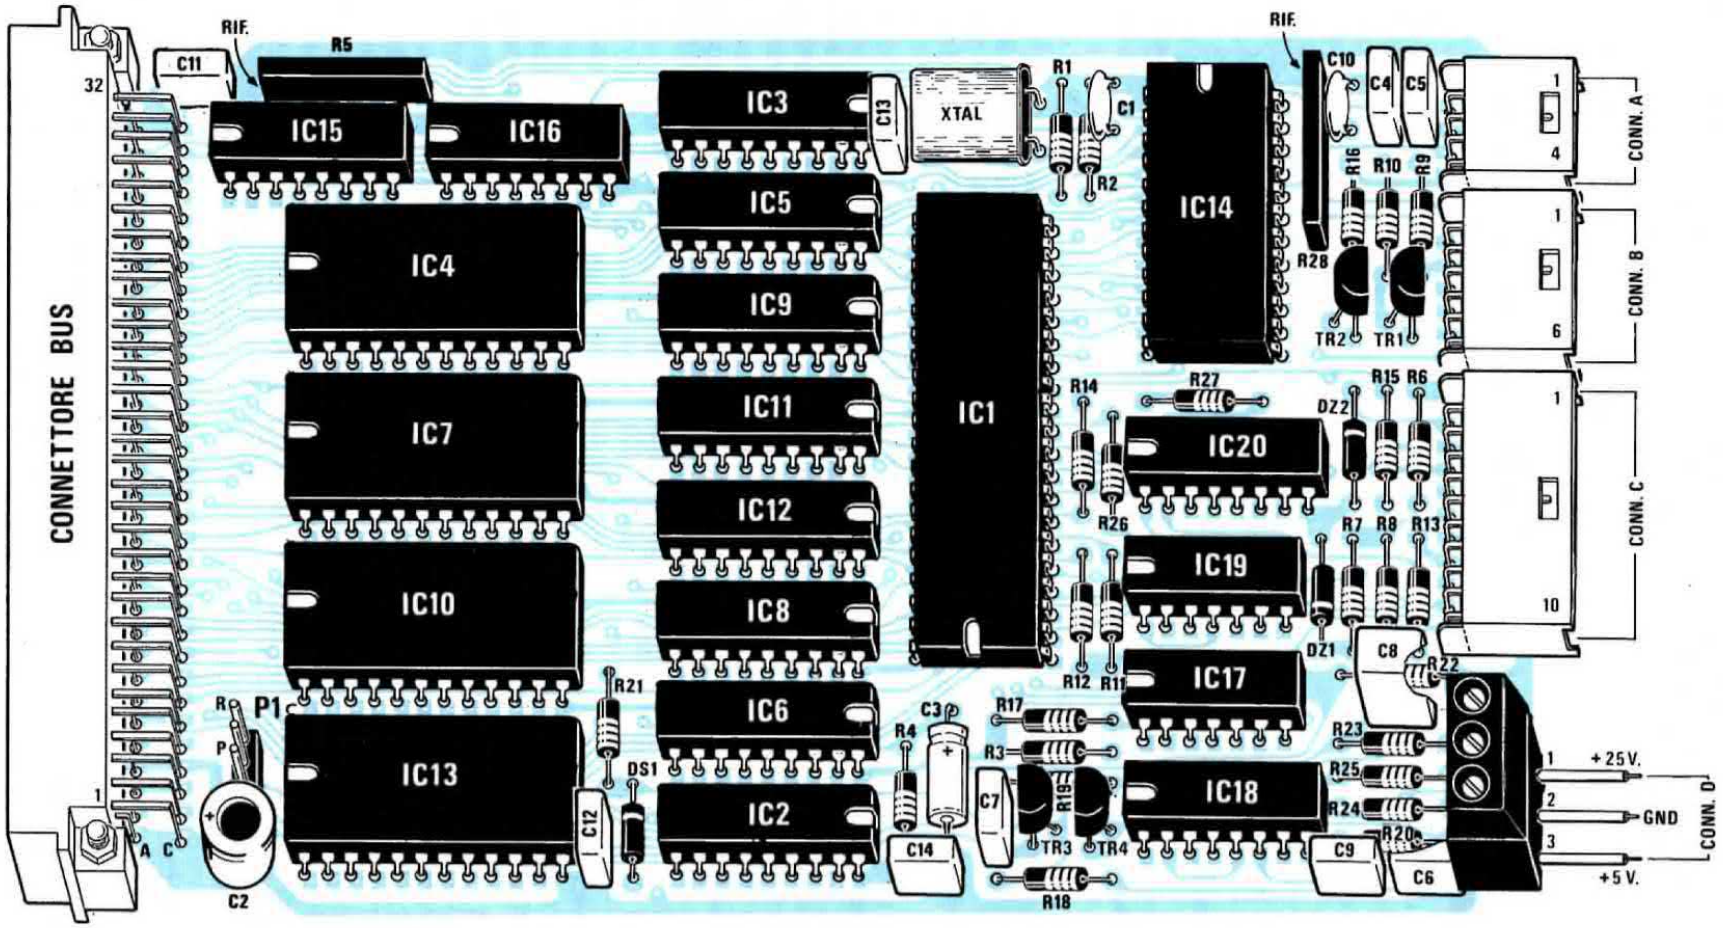

Fig. 2 Schema pratico di montaggio della scheda BUS il cui schema elettrico è riportato in fig. 1
1) LA CPU vera e propria è un nuovissimo microprocessore della National siglato INS.8070 (vedi IC1 in fig. 2) progettato specificatamente per questo genere di applicazioni, cioè per realizzare MICROCONTROLLER o PERSONAL-COMPUTER. In effetti questa CPU è particolarmente potente disponendo di una architettura interna a 16 bit, ma altrettanto pratica da usarsi per il BUS esterno a 8 bit tipici dei dispositivi dell'ultima generazione.